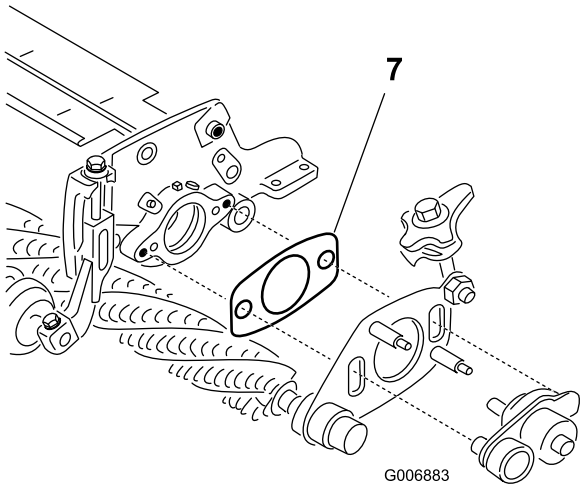

Figura 48
7. Verificate che lo spessore (Figura 48) tra la piastra orientabile dell'elemento grooming lato comando e la piastra laterale dell'apparato di taglio non sia compresso dal mozzo del perno. Lo spessore deve potersi muovere senza attrito.